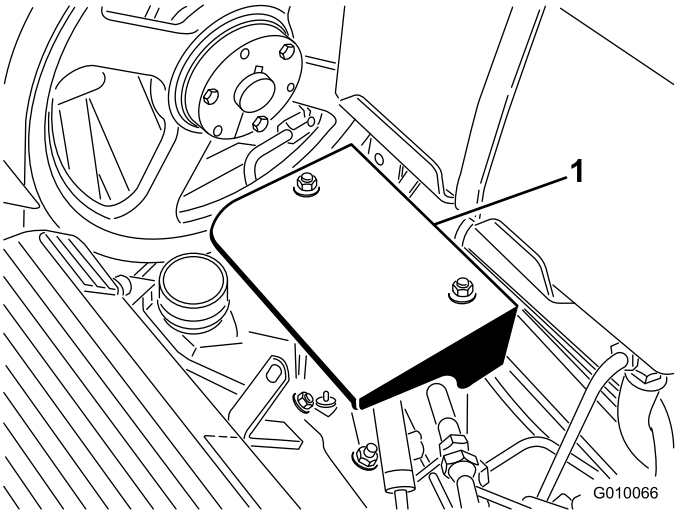

Figuur 56
2. Draai de 2 montagemoeren van het scherm van de pomp los en verwijder het scherm (Figuur 56).